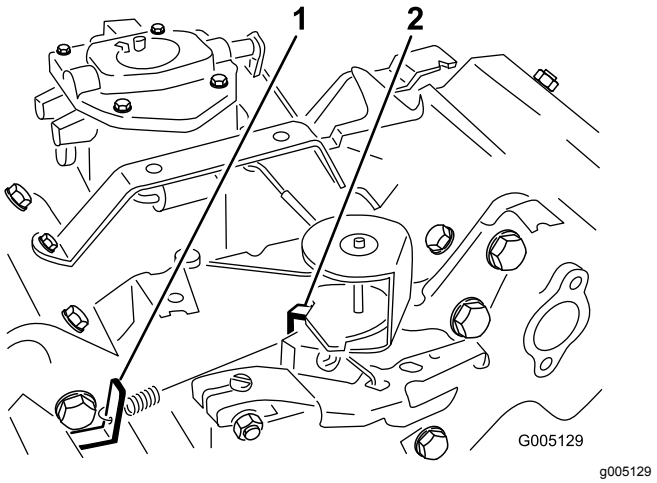

Figur 49
3. Böj förankringsbrickan till varvtalshållarfjädern (Figur 49) tills tomgångshastigheten är 1 650 ± 100 varv/minut. Kontrollera hastigheten med en varvräknare.
5. Flytta gasreglaget till det snabba läget. Böj förankringsbrickan till fjädern för hög hastighet (Figur 49) tills en hög hastighet på 2 850 ± 50 varv/minut uppnås.